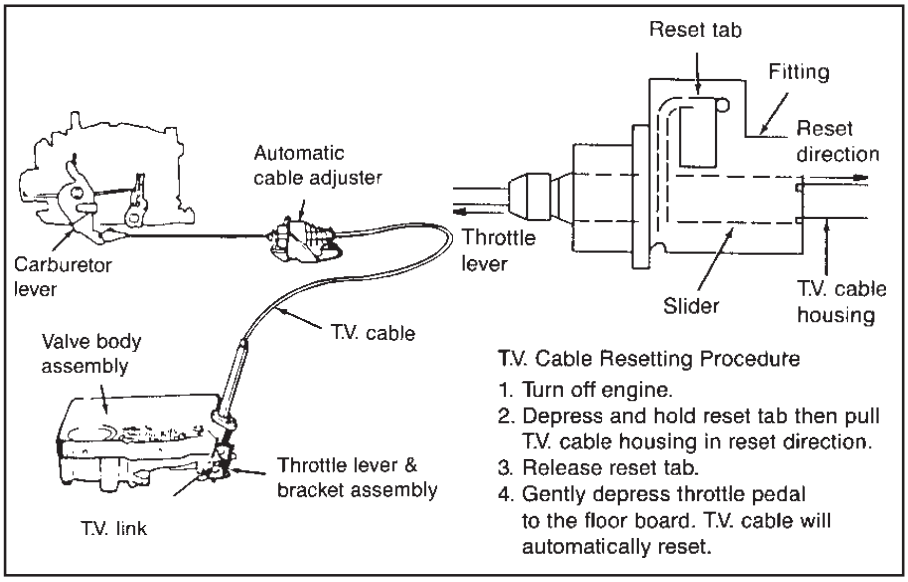

Figure 13
STEP 24. You must reset the TV cable before operating vehicle, Figure 13 shows the correct procedure. Failure to reset the TV cable may result in poor shift quality and/or transmission failure.
2. Check TV Cable adjustment **(See Fig. 13)**.